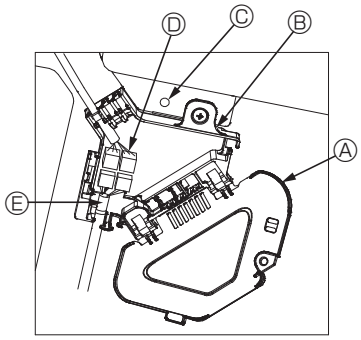

Fig. 10-8
① Fjern den skrue, der holder el-boksens afdækning fast, og åbn afdækningen.
② Forbind ventilatorvingemotorens tilslutningsledningsstik og panelventilatormotorens ledningsstik i el-boksen. (Fig. 10-8)